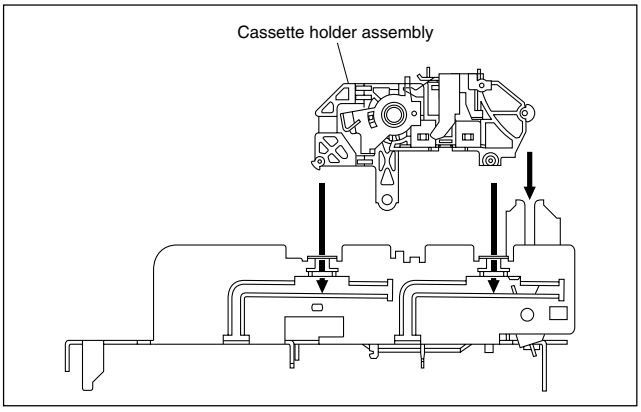
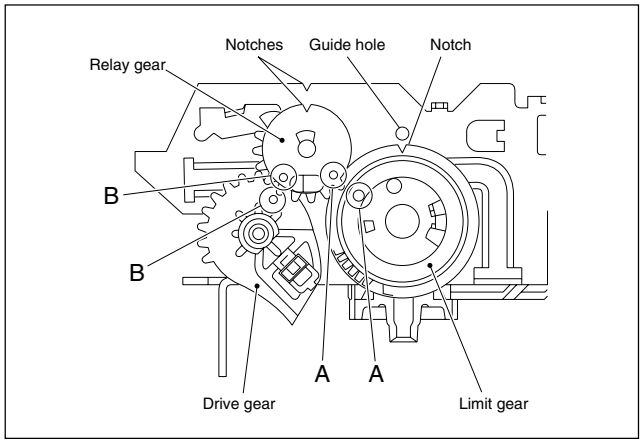

Fig. 2-2-3h
Fig. 2-2-3i
(5) Drop the three legs on the left side of the cassette holder assembly into the groove at one time. (See Fig.2-2-3h.)
(6) Slide the whole cassette holder assembly toward the front to bring it to the eject end position.
(7) Install the limit gear so that the notch on the outer circumference of the limit gear is brought into alignment with the guide hole on the main deck. (See Fig.2-2-3i.)
(8) Install so that the notch on the periphery of the relay gear is aligned with the notch of the main deck and that hole A of the relay gear is aligned with the hole A of the limit gear and that hole B of the relay gear is aligned with the hole B of the drive gear. (See Fig.2-2-3i.)
(9) Install the door opener, opener guide, spring(A) and cassette housing bracket and fasten the two slit washers.